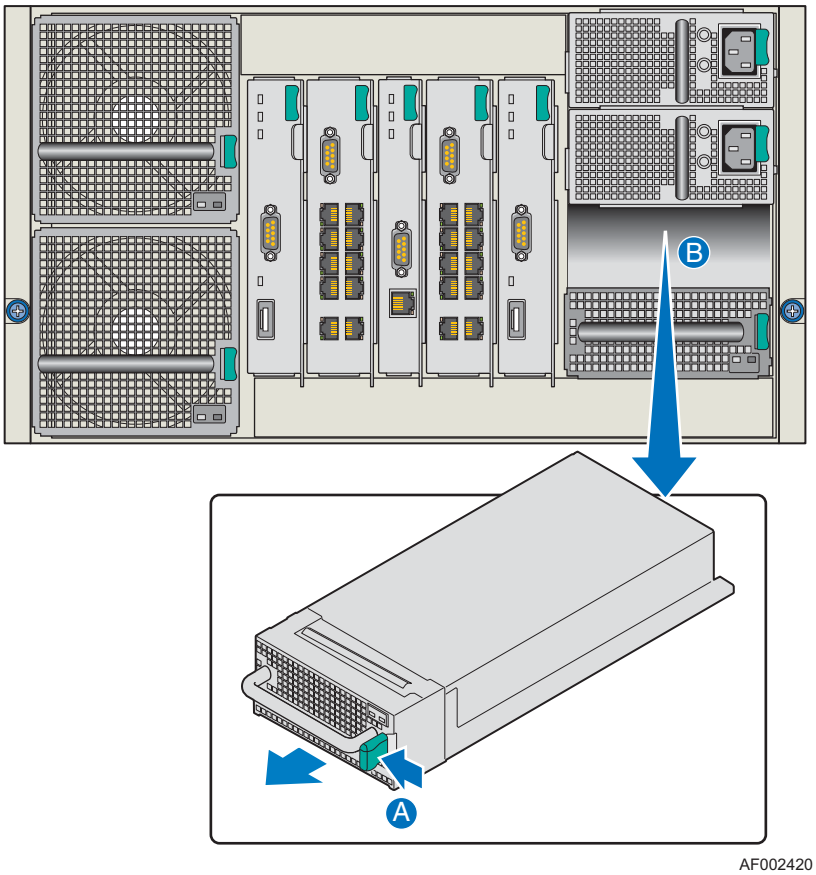

Figure 17. Removing Filler Module
- To remove a filler module, press the retention lever latch (see letter "A" in Figure 17) to release the filler module from the module bay. Slide the filler module out of the bay (see letter "B" in Figure 17).